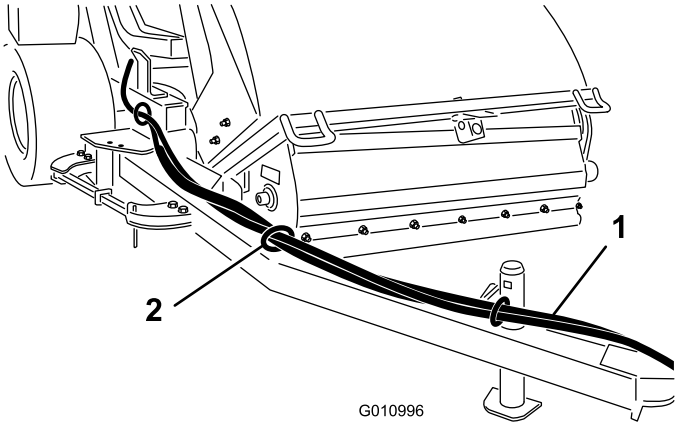

**Figur 10**
1. Før de hydrauliske slangene og ledningsfastspenneren gjennom slangeførerne til fronten på koblingsarmen (Figur 10).